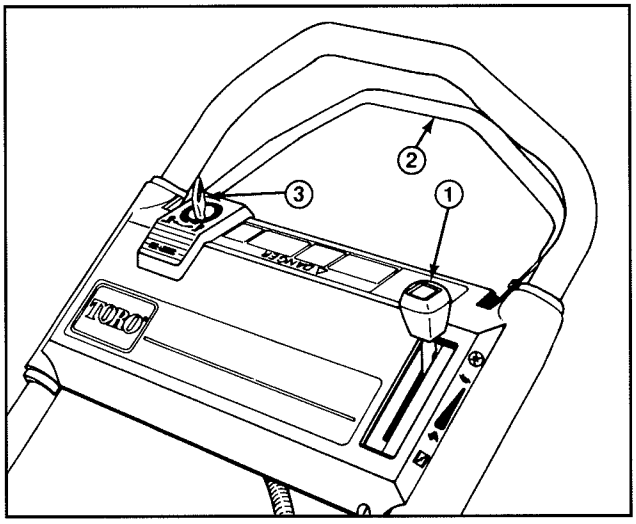
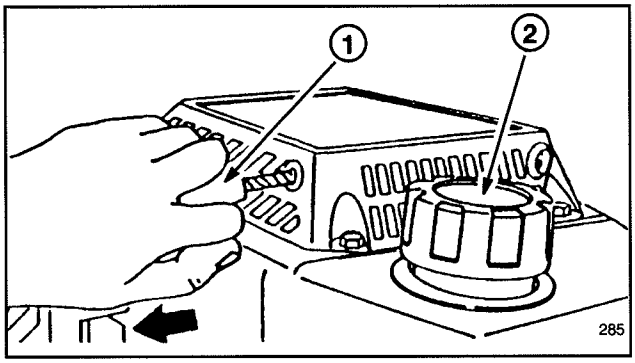
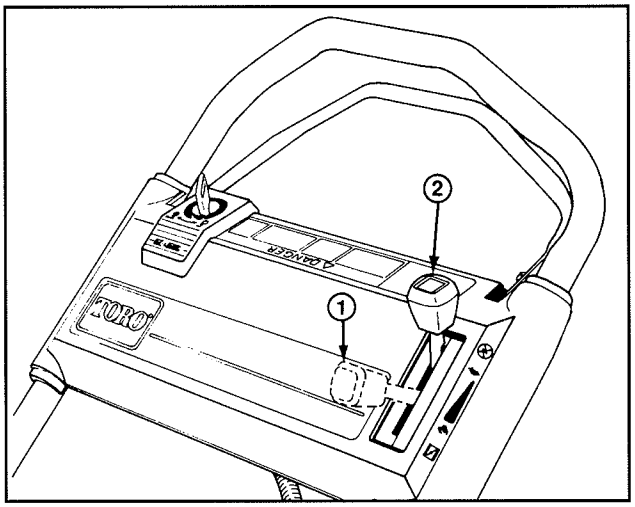

Afbeelding 8
Afbeelding 9
Afbeelding 10
BEDIENINGSSYSTEMEN—Contactsleutelschakelaar (Key-Lectric Start Modellen), gasklep en zelfaandrijvingsstang bevinden zich op de bovenste hendel (Afb. 8). Vingertop-starter bevindt zich op de motor (Afb. 9).
2. KEY-LECTRIC STARTEN—Zet de gasklep op CHOKE (Afb. 10). Draai de sleutel (Afb. 8) op START en laat los, wanneer de motor begint te draaien. Zet de gasklep op FAST 🐇 of regel de motorsnelheid naar wens. Indien de accuspanning te laag is om de motor te starten, de repeteerstarter gebruiken (Afb. 9).
3. MANUEEL STARTEN—Zet de gasklep op CHOKE (Afb. 10). Trek de repeteerstarter op de motor uit tot het touw strak staat en trek vervolgens krachtig om de motor te starten. Als de motor start, de gasklep op FAST 🐇 zetten of de rijsnelheid naar wens afstellen.
4. STOPPEN (Afb. 10)—Om de motor uit te schakelen, de gasklep achteruit in de ENGINE OFF stand zetten. Trek de draad uit de bougie wanneer de maaier onbewaakt wordt achtergelaten of niet wordt gebruikt.